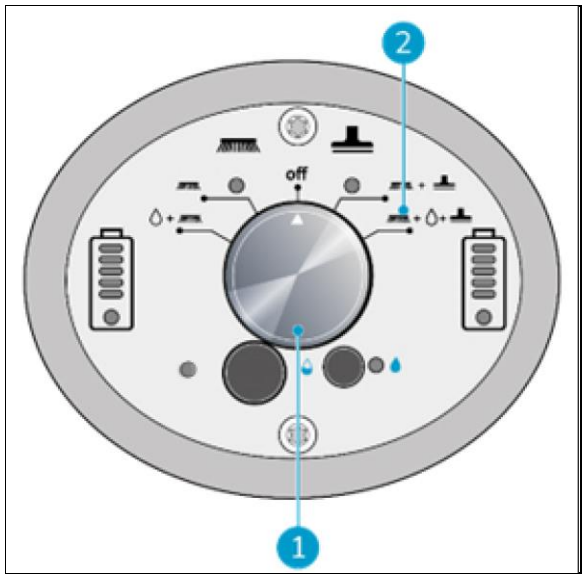

Abbildung 24
2. Wählen Sie die Bürste, die Reinigungslösung und den Saugmodus auf dem Bedienfeld aus. (Abbildung 24, Pos2)